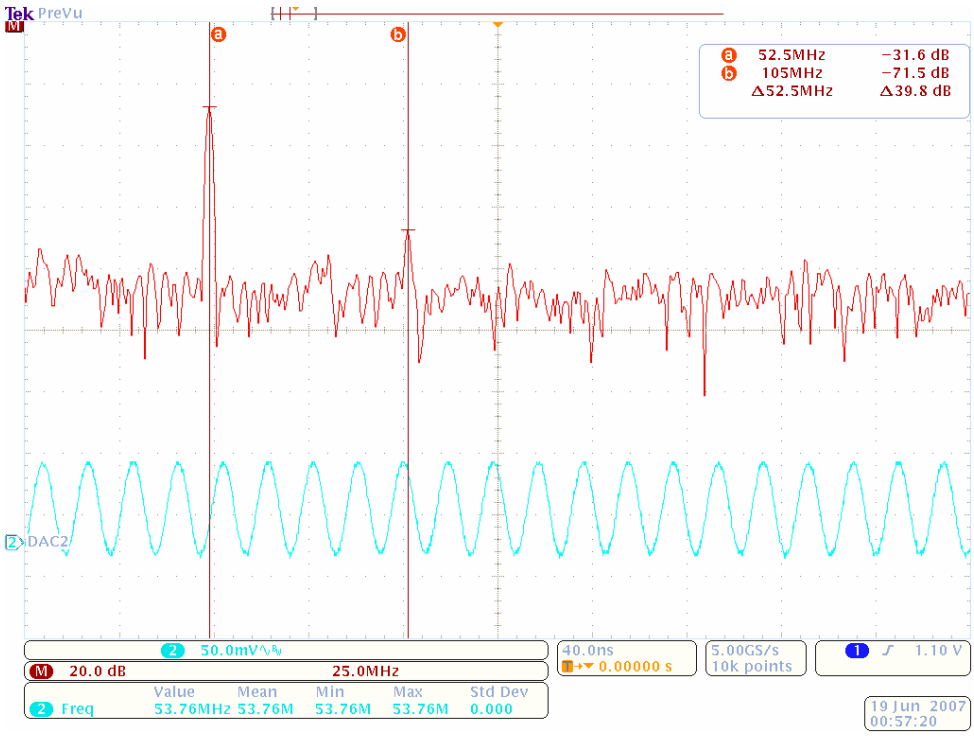

*Figure 25:* **Output on DAC_2 for Example 4 Showing a Clock of 2 x 52.5 = 105 MHz, Which Corresponds to the Onboard Oscillator Clock**
**Output on the DACs**: Three oscilloscope shots are used to discuss the output of Example 4. First, the output on DAC2 is shown in Figure 25, which shows that the output signal's spectrum has a peak at 52.5 MHz representing the 105 MHz oscillator clock on the XtremeDSP Development Kit for Virtex-4 FPGAs. When looking at the routing diagram, this is the expected output on DAC2.